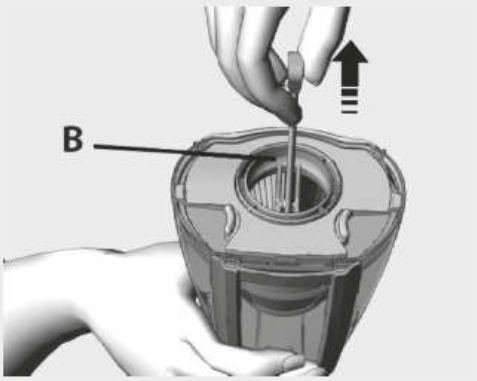

Fig. 12
1. Puxe a haste de limpeza do filtro (B) até a posição final e libere-a para remover o pó do filtro interno. (fig. 12).